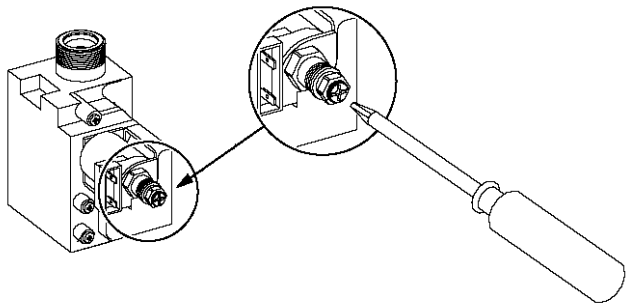

Fig. 37
7.3.2 SETTING THE MIMIMUM BURNER PRESSURE (see fig. 37)